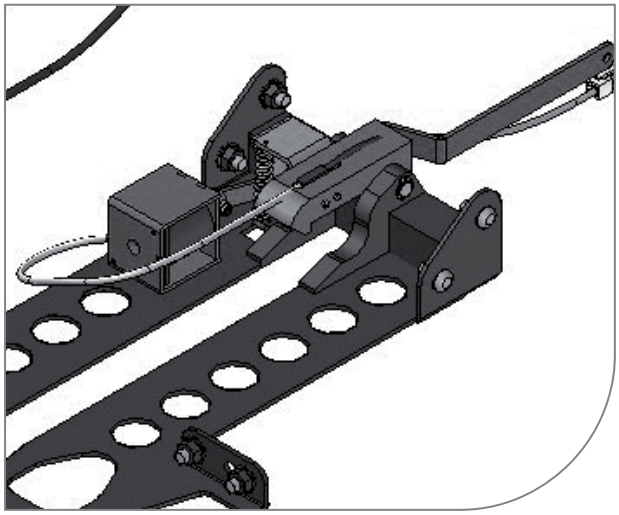

Fig 1. Funksjonstest I Function testing
NO Demonter ryggkappe og gammelt panel. Panelet (fig. 1) monteres på ny brakett (4stk. vedlagt oppgraderingssett.) Kabel fra panelet festes med strips på armlenerøret og ledes bak til rygg.
Når rullestolen ikke står låst i festebolten skal det ikke være lys i panelet for stolfeste. Når man kjører stolen på plass i festebolten skal det være 5mm avstand mellom bildelens styreplate og festeboltens hovedhjul (fig 1 - pos 1) før festebolten går i lås bakerst i stoldelen. Når festebolten har gått i lås, skal rullestolen bli dratt ned mot underlaget slik at stolen blir mer stabil i kjøretøyet. I denne posisjonen blir mikrobryter (fig. 1 - pos2) aktivert og den grønne indikasjonslampen i panelet skal lyse. Hvis den grønne indikasjonslampen ikke lyser så er man ikke i riktig låst posisjon eller så er ikke microbryter aktivert. For å komme ut av rullestolfestet så skal man trykke på utløserknappen i 2 sekunder. Den grønne lampen vil nå begynne å blinke for å indikere at festet er aktivert. Brukeren vil nå ha to sekunder til å flyte hånden fra utløserknappen og tilbake til styrejoysticken på stol. Den røde lampen tennes nå samtidig med at festet løser ut. Den forblir i denne stilling i 3 sekunder. I løpet av denne tiden skal man kjøre ut fra festebolten og indikasjonslampen vil slukke.
Den manuelle utløseren (fig 1 - pos 3) funksjonstestes ved at man kjører rullestolen på plass i festebolten. Aktiver utløserarmen ved å trykke den ned og kjør rullestolen ut av festet mens man holder utløserarmen nede.
EN Dismount the back cover and the old panel. The panel (fig 1) shall be mounted on a new bracket (4pieces enclosed in the kit). The cable from the panel shall be fastened with strips on the arm rest pipe, and shall be leaded to the back.
When the wheelchair is not locked in the spigot, no light shall be illuminated in the panel for the clamp down unit. When driving the chair on to the spigot, there shall be 5mm distance between the manoevering plate on the clamp down unit and the main wheel on the spigot (fig 1-pos1) before the spigot locks on the rear part of the clamp down unit.
When the spigot is locked, the wheelchair will be pulled towards the floor so that the chair becomes more stabile in the vehicle. In this position a micro switch (fig 1-pos 2) will be activated and the green light in the indicator lamp will be illuminated. If this light is not illuminated, one are not in the correctly locked position or the micro switch is not activated. To get out of the clamp down, please press the release button for two seconds. The green light will start blinking to indicate that the clamp down unit is activated. The user will now have two seconds to move the hand from the release button and back to the joystick.